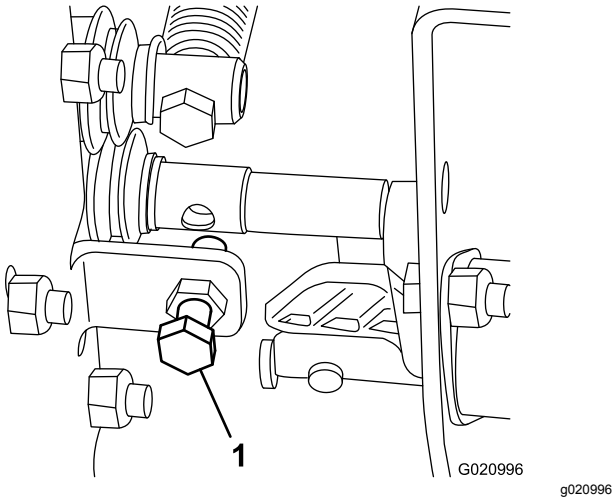

Figur 20
- Om maskinens lyfthastighet är för låg eller för hög justerar du skruven som visas i Figur 20.